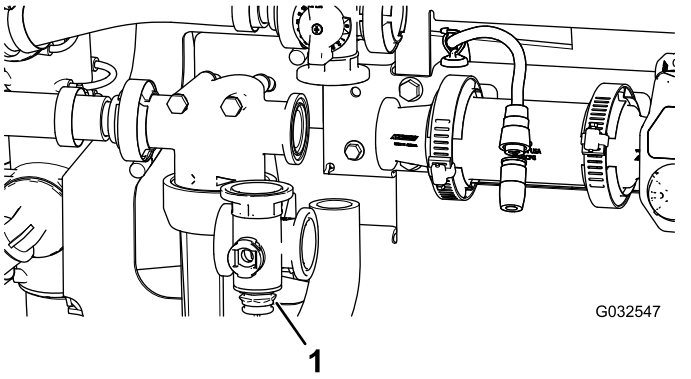

Figur 107
2. Fjern risteventilmanifolden fra maskinen (Figur 107).